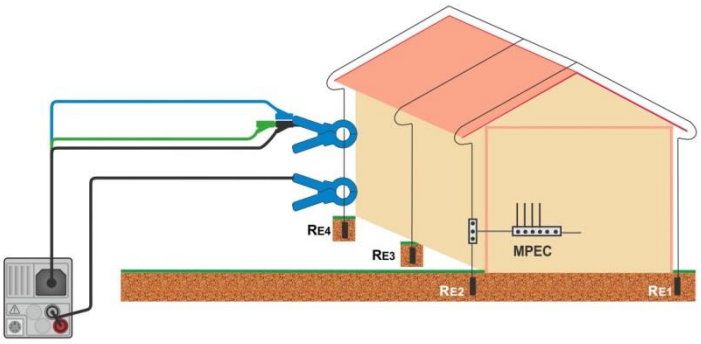

Figure 7.64: Contactless earthing resistance measurement
- Clamp on object under test, see ***Figure 7.64***.